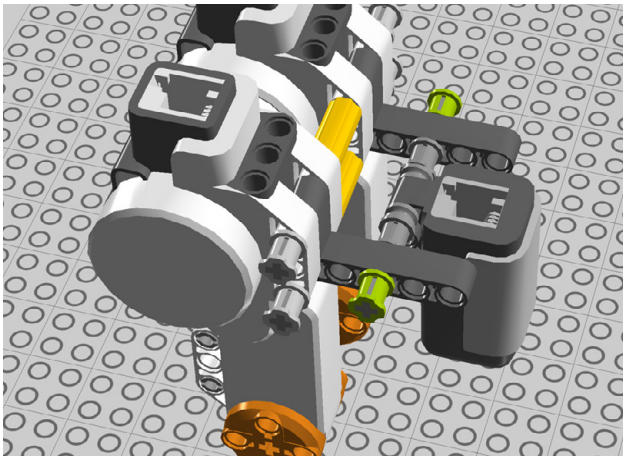

Figure 1-45. *Step 41: Securing the assembly*
41. Then secure the ends with two more bushes as shown in Figure 1-45.